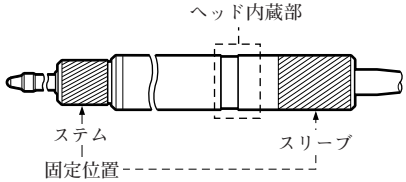

図1.取付固定位置
- 測長ユニットの取付けは、必ずステムをチャックしてください。他の部分もチャックしなければならない場合は、機銘ラベル部 (ヘッド内蔵部分) と、その近傍は避けてください。(図1)